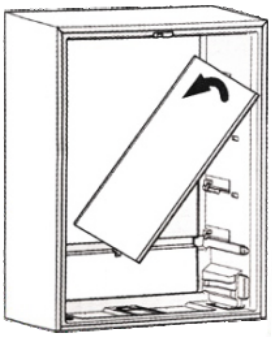

рис. 2
2. Приподнимите одну из сторон полки вверх и поверните её в направлении стрелки (см. рис. 2), прежде чем извлечь.